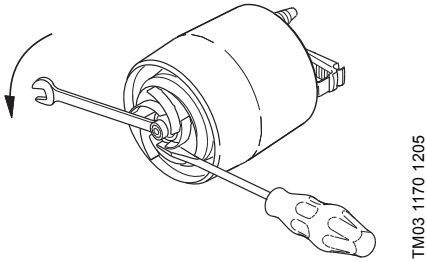

Рис. 14 Снятие рабочего колеса
6. Отвернуть гайку на валу электродвигателя (ключом с раствором зева 13 мм). При этом зафиксировать с помощью отвертки рабочее колесо от проворота (см. рис. 14).